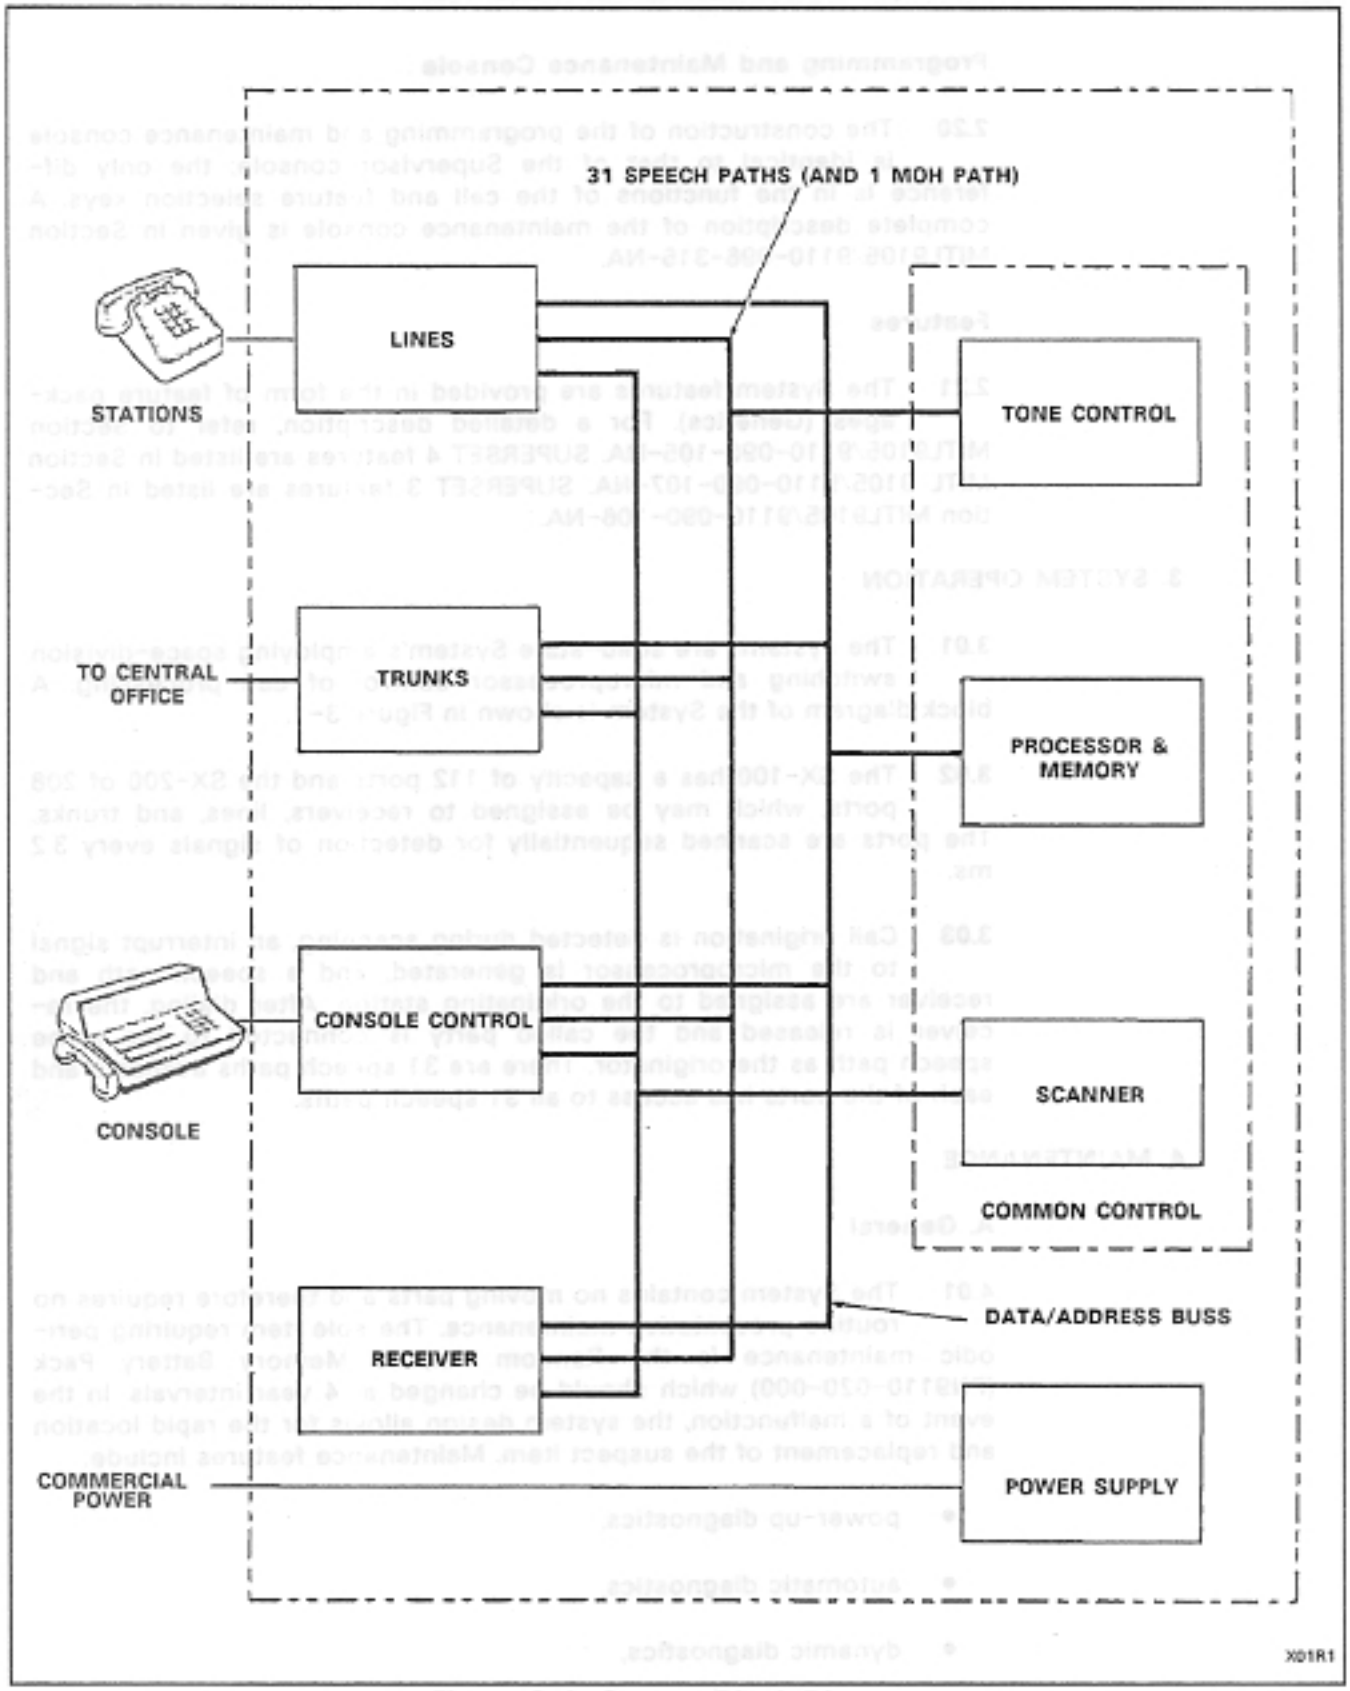

Figure 3-1 System Block Diagram
3.01 The systems are solid-state System's employing space-division switching and microprocessor control of call processing. A block diagram of the System is shown in Figure 3-1.